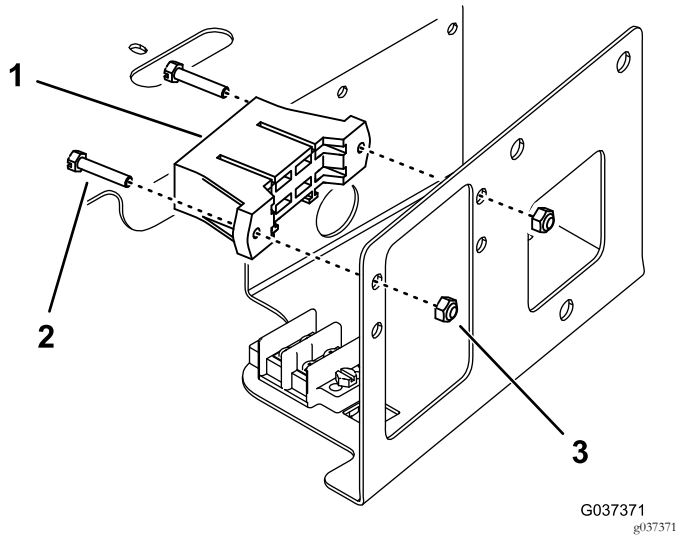

Figura 4
4. Monte o bloco de fusíveis no lado do compartimento, acima do bloco de fusíveis existente, com dois parafusos e duas porcas de bloqueio (Figura 4).